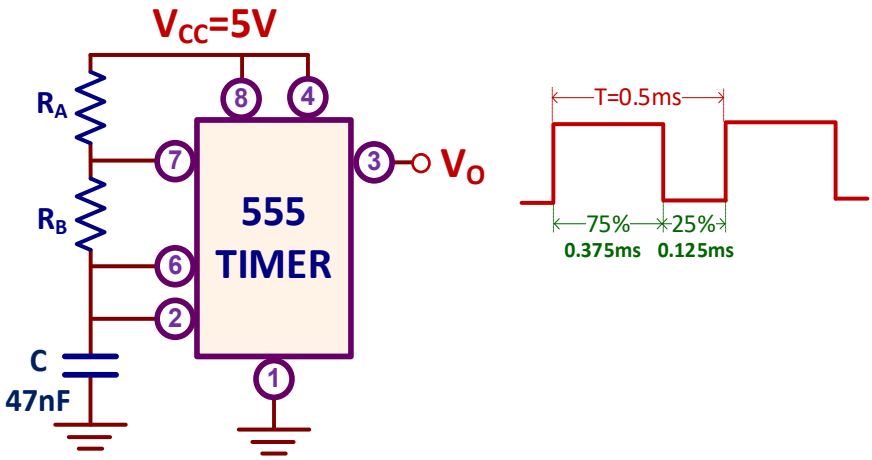
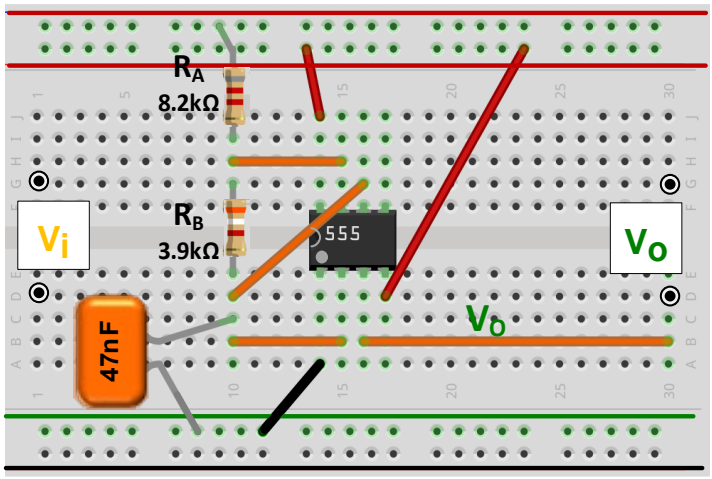

Figura VII.9. *Timer 555 en configuración astable.*
Figura VII.10. *Montaje en el Breadboard del circuito de la figura VII.9.*
J) Realizar el montaje práctico del astable de la figura VII.9 y determinar el valor de R_A y R_B para generar una onda cuadrada de salida de 2kHz (T=0.5ms) con un *Duty Cycle* del 75%.
En la figura VII.10 se describe el montaje en el *Breadboard* del circuito de la figura VII.9 con los valores prácticos de las resistencias R_A y R_B previamente calculados.